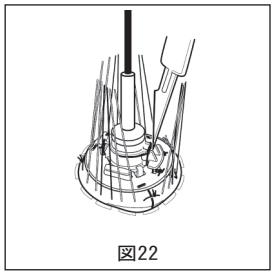

図22
4. 生体弁が弁輪内にとどまるように、先端が保護されている鉗子や手術用手袋をはめた手でホルダを押さえながら、前尖側にあるアダプタの青色の保持糸を外科用メスで切ります（図22）。これによって、ハンドルとアダプタをまとめて弁から取り除けます。